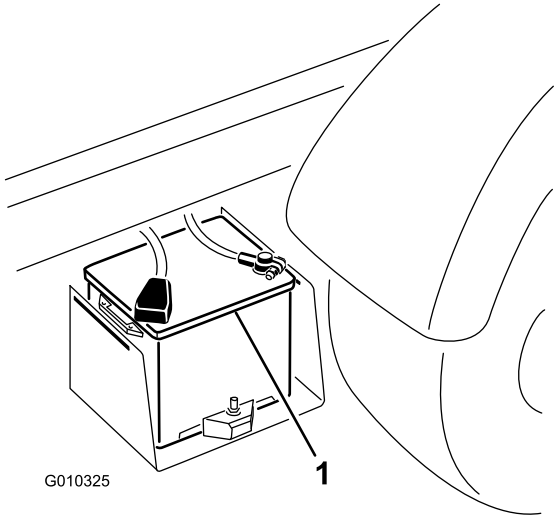

Figur 49
2. Koble de to batterienes positive poler til hverandre med en startkabel (Figur 49). Positive poler kan være markert ved et "+"-tegn øverst på batteridekslet.